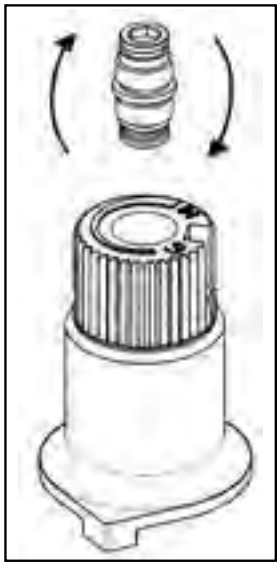

Figure 13: Flip valve screw.
d) Flip the screw (refer to Figure 13).